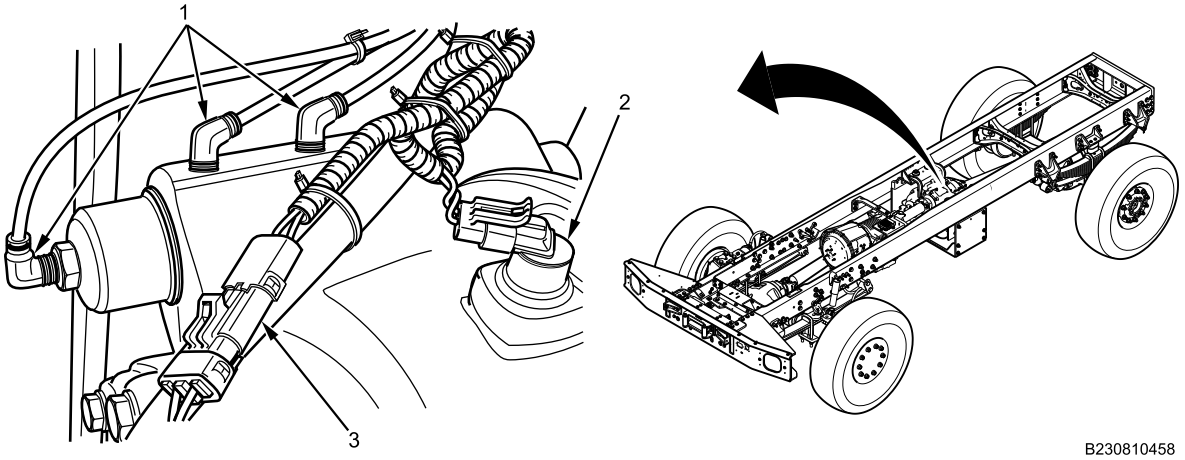

Figure 1. Top of Transfer Case.
1. Disconnect three air lines (Figure 1, Item 1) from transfer case shift cylinder.
2. Disconnect wiring harness from transfer case speed sensor (Figure 1, Item 2).
3. Disconnect transfer case speed sensor wiring harness (Figure 1, Item 3).